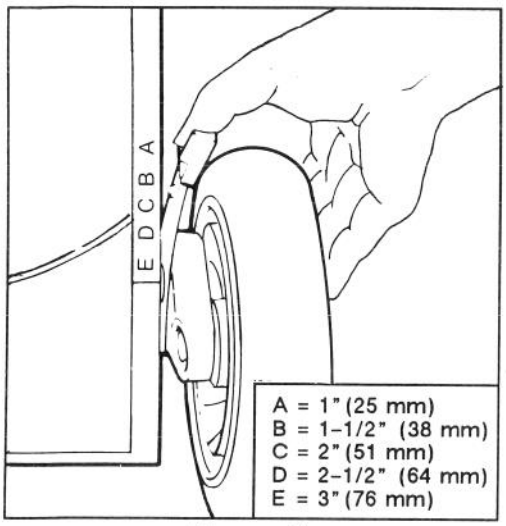

Figure 12
Five letters cast into the housing represent each graduated increment (Fig. 12).
2. For easier adjustment, lift housing up so wheel is off ground. Squeeze adjusting lever toward wheel and move them to the desired setting (Fig. 12). Assure pin on adjusting lever engages notch in housing. Adjust all wheels to the same setting.